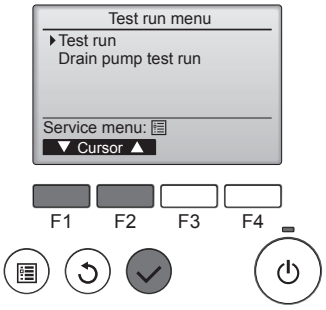

Fig. 7-2
7.3. Самодиагностика (Fig. 7-2)